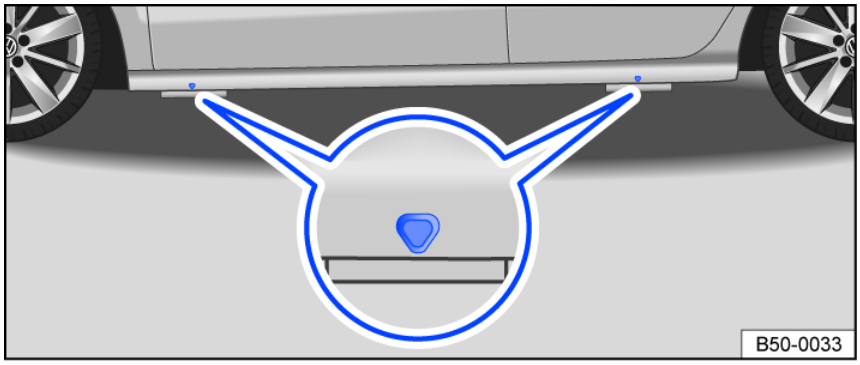

Fig. 158 Lift points for the vehicle jack (general example).
The vehicle jack must only be positioned at the reinforced areas on the underbody that are located behind the markings on the vehicle body *fig. 158*. The lift point that is nearest the affected tire should be used ⇒ ⚠.
9. Find the vehicle lift point *fig. 158* under the vehicle that is closest to the wheel you will be changing.